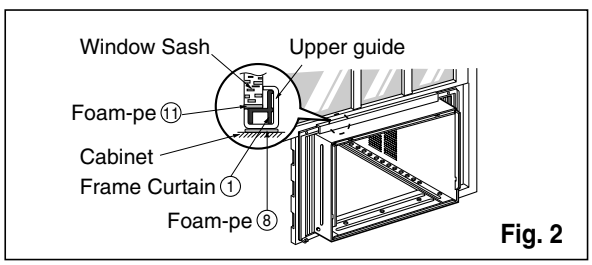

Fig. 2
1. Remove the rubber plug and slide the chassis out from the cabinet. (See Fig. 2)
(See Fig.2)